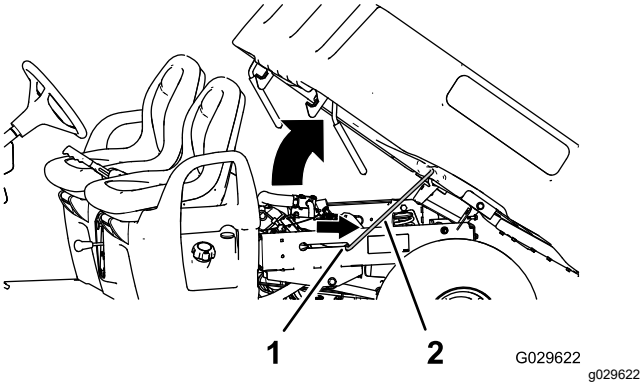

Figur 13
2. Trekk støttestangen inn i sperresporet for å feste lasteplanet (Figur 13).
2. Trekk støttestangen ut av sperresporet (Figur 13).
3. Senk lasteplanet til det låses sikkert på plass (Figur 13).